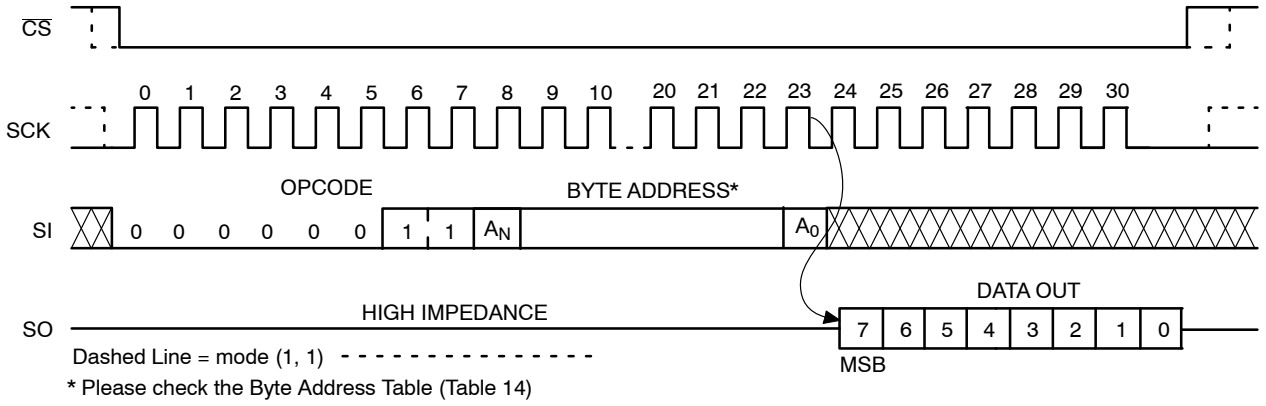

Figure 9. READ Timing
After receiving the last address bit, the CAT25256 will respond by shifting out data on the SO pin (as shown in Figure 9). Sequentially stored data can be read out by simply continuing to run the clock. The internal address pointer is automatically incremented to the next higher address as data is shifted out. After reaching the highest memory address, the address counter "rolls over" to the lowest memory address, and the read cycle can be continued indefinitely. The read operation is terminated by taking $\overline{CS}$ high.
Reading the additional 64−byte Identification Page (IP) is achieved using the same Read command sequence as used for Read from main memory array (Figure 9). ***The IPL bit from the Status Register must be set (IPL = 1) before attempting to read from the IP.*** The [A5:A0] are the address significant bits that point to the data byte shifted out on the SO pin. If the CS continues to be held low, the internal address register defined by [A5:A0] bits is automatically incremented and the next data byte from the IP is shifted out. The byte address must not exceed the 64−byte page boundary.